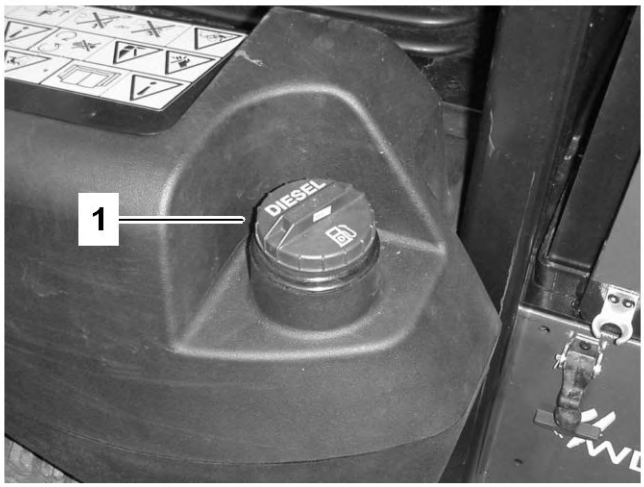

Figure 25
3. Retirez le bouchon du réservoir de carburant (Figure 25).